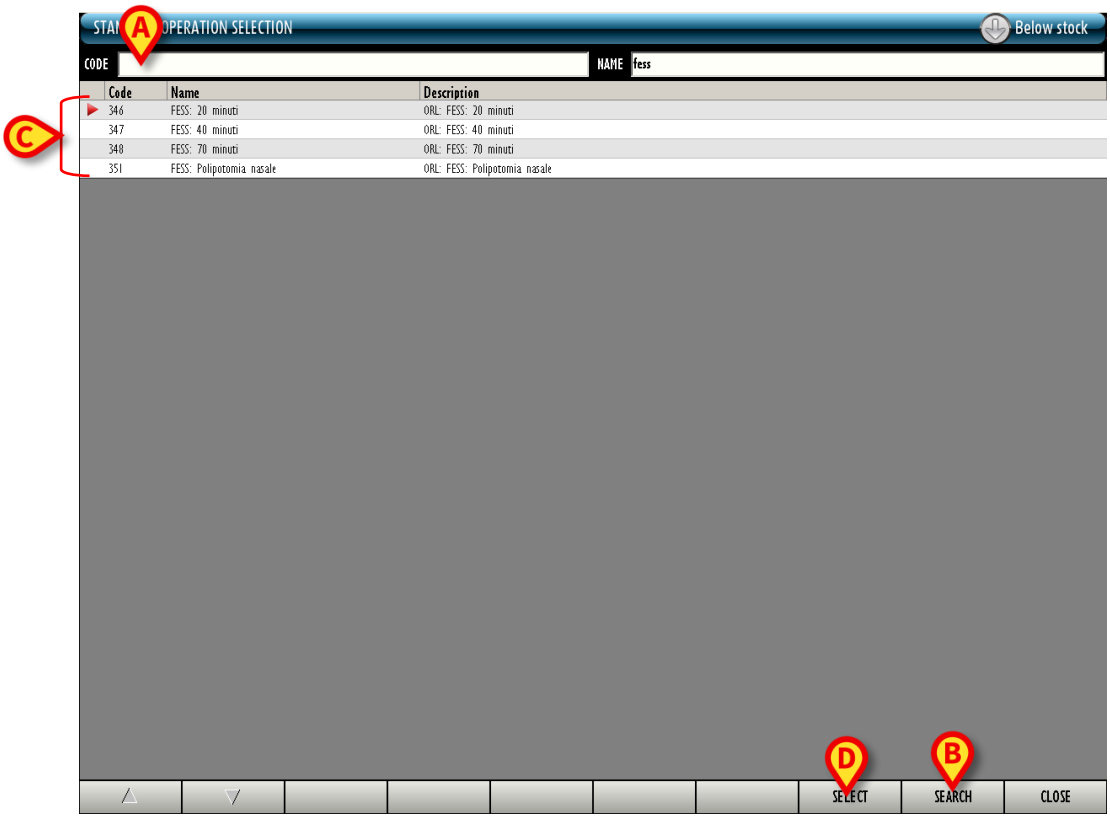

Fig 228
- Insert either the code or the name of the operation in the fields indicated Fig 228 **A**.
- Click the **Search** button on the command bar (Fig 228 **B**).
- The list of operations matching the specified values is displayed (Fig 228 **C**).
- Click the **Select** button on the command bar (Fig 228 **D**).